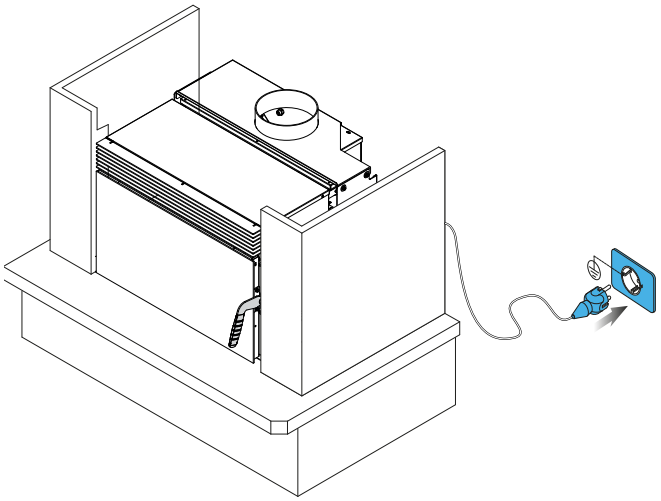

fig. 6.1.15
15) Conducir la línea eléctrica por la parte trasera de la estufa y conectar el cable de alimentación (fig. 6.1.15).